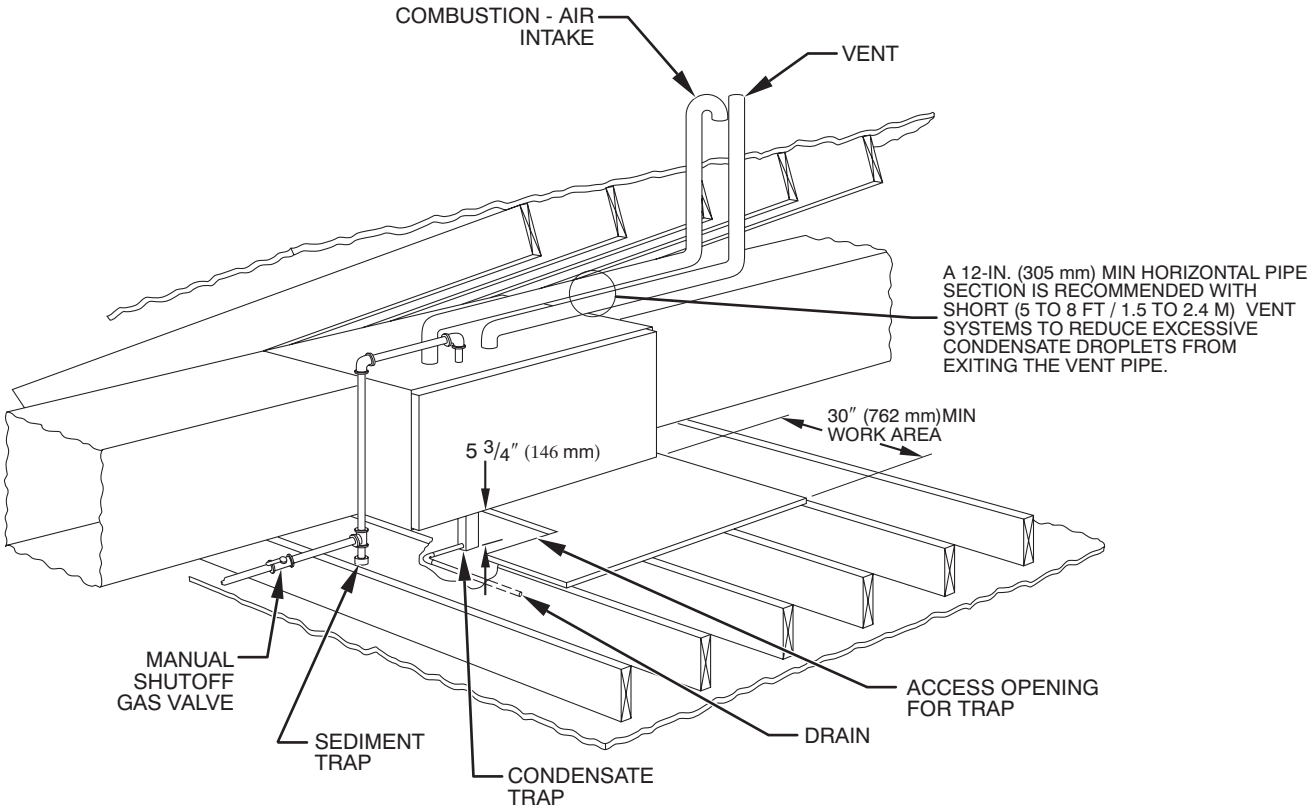

**Fig. 11 - Attic Location and Working Platform for Direct Vent (2-Pipe) Applications**
**NOTE**: A 12-in. (305 mm) minimum offset pipe section is recommended with short (5 to 8 ft (1.5 to 2.4 M)) vent systems. This recommendation is to reduce excessive condensate droplets from exiting the vent pipe. (See Fig. 11, 12 or 43.)